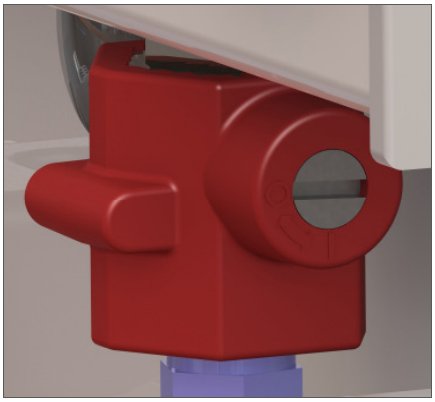

Figure 8.2.3: Ball valve **Closed**
7. Close the ball valve (Figure 8.2.3).